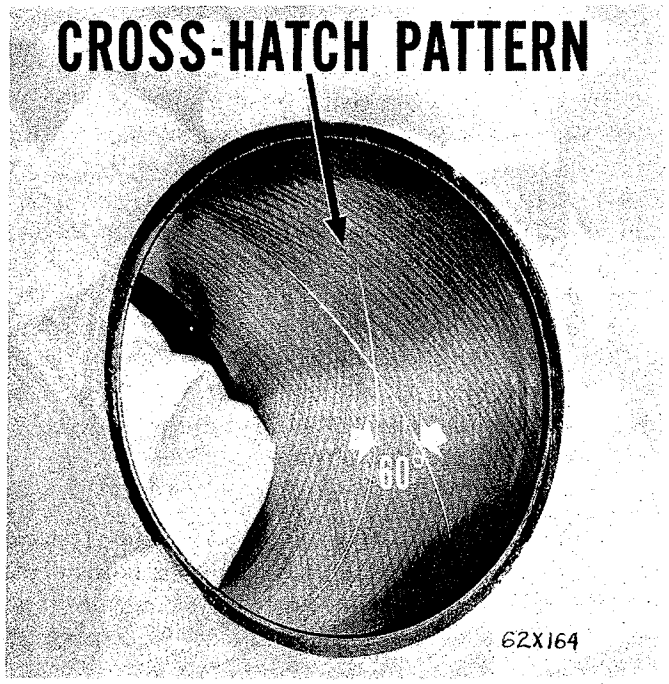

*Fig. 32—Cross Hatch Pattern*
(1) Used carefully, the cylinder bore resizing hone Tool C-823, equipped with 220 grit stones, is the best tool for this job. In addition to deglazing, it will reduce taper and out-of-round as well as removing light scuffing, scoring or scratches. Usually a few strokes will clean up a bore and maintain the required limits.
(2) Deglazing of the cylinder walls may be done using a cylinder surfacing hone, Tool C-3501, equipped with 280 grit stones (C-3501-3801). If the cylinder bore is straight and round 20-60 strokes depending on the bore condition will be sufficient to provide a satisfactory surface. Inspect cylinder walls after each 20 strokes. Use honing oil C-3501-3880 or a light honing oil available from a major oil distributor. Do not use engine or transmission oil, mineral spirits or kerosene.
(3) Honing should be done by moving the hone up and down fast enough to get a cross-hatch pattern. When hone marks intersect at 60°, the cross hatch angle is most satisfactory for proper seating of the rings. (See Fig. 32).
(4) After honing, it is necessary that the block be cleaned again to remove all traces of abrasives.